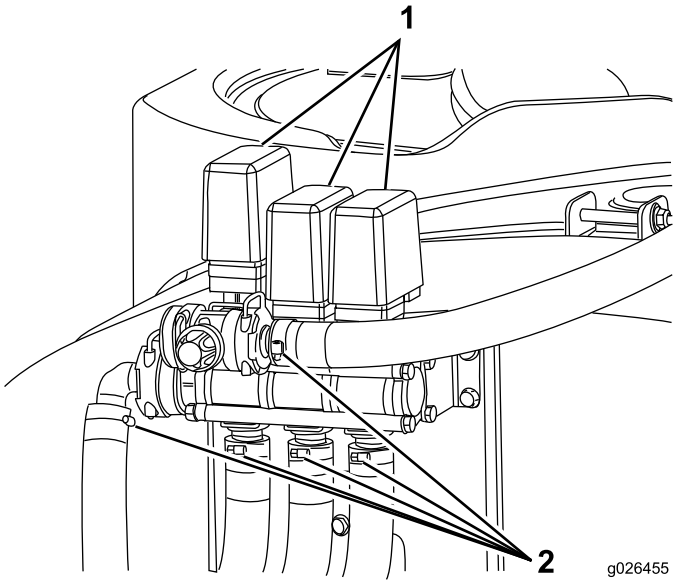

Figura 1
3. Rimuovete i collegamenti elettrici e tutti i raccordi dei flessibili (Figura 1).